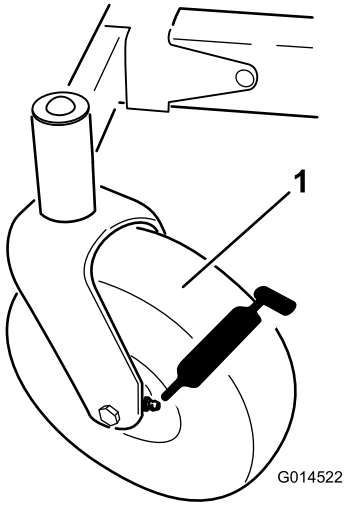
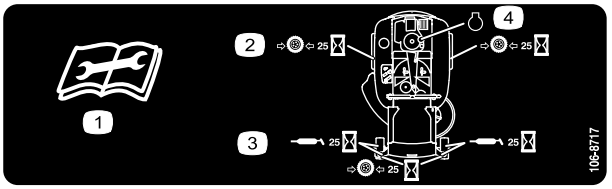

Figur 29
Figur 30
3. Rengør smøreniplerne med en klud (Figur 29 og Figur 30).
4. Slut en smørepistol til hver nippel, og pump fedt ind i niplerne, indtil der begynder at løbe fedt ud af lejerne (Figur 29 og Figur 30).